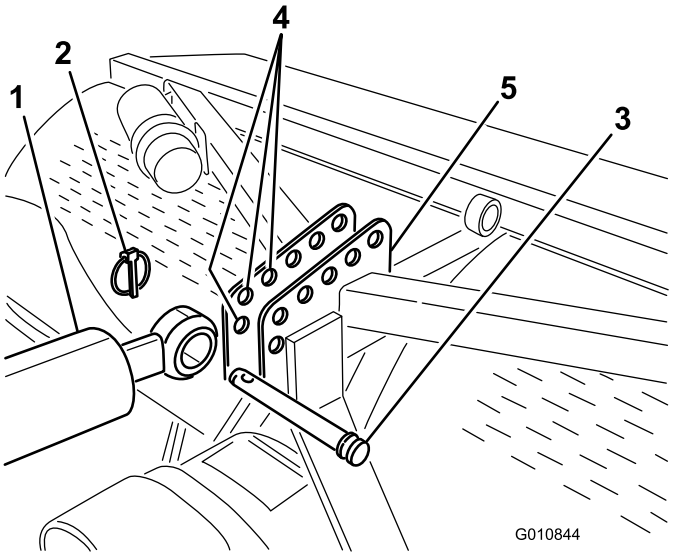

Figur 6
7. Fastgør den hydrauliske topforbindelses stangende til det hul, der er længst muligt fremme i dybdeluftrenserens beslag, med kædebolt og ringstift (Figur 6).